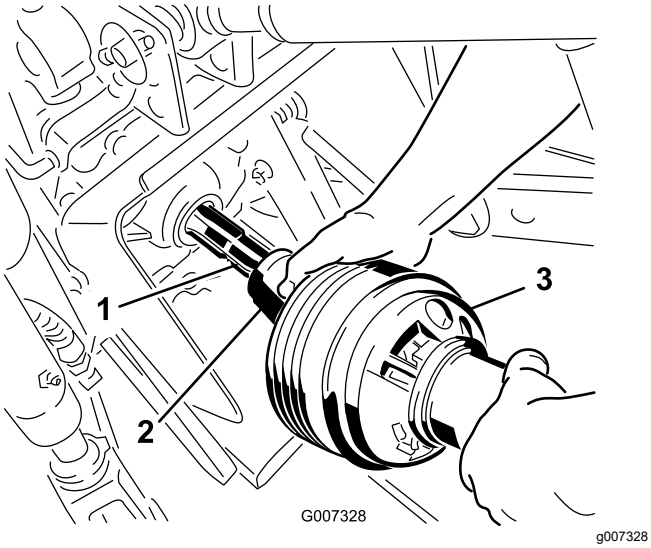

Figura 24
3. Collegate l'albero della PDF all'albero della PDF della motrice (Figura 24).